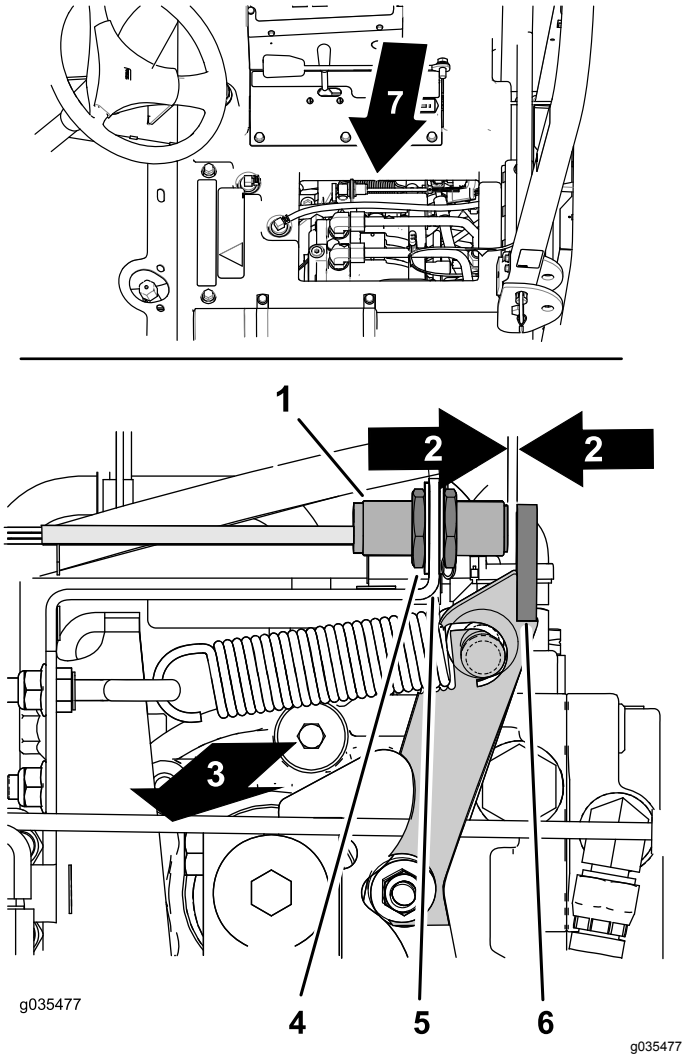

Figuur 69
A. Zoek de nabijheidssensor rechts bovenaan bij de hydraulische pomp (Figuur 69).
B. Controleer of de beugel van de nabijheidssensor niet verbogen is en dat de het lampje aan de achterzijde van de sensor oplicht (Figuur 69).
1. Zoek de nabijheidssensor rechts bovenaan bij de hydraulische pomp (Figuur 69).
2. Maak de contramoeren aan beide kanten van de sensorbeugel los (Figuur 69).
3. Stel de contramoeren af totdat er een tussenruimte is van 2,5-3,6 mm tussen het uiteinde van de nabijheidssensor en de flens van de arm voor neutraalstand (Figuur 69).
4. Draai de contramoeren vast (Figuur 69).